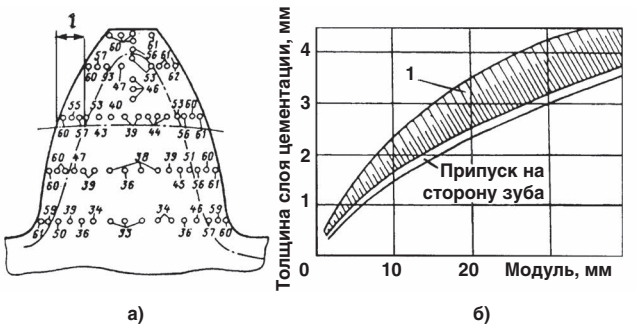

Рис. 6. Схема распределения твёрдости в сечении зуба (а) и толщина слоя цементации в зависимости от модуля зубчатого колеса (б).
3. Эффективная толщина упрочнённого слоя $h_{эф}$ – поверхностная часть слоя 1, имеющего твёрдость ≥ 51 HRC, определяется в зависимости от модуля зубчатого колеса, а также изгибных и контактных напряжений при его эксплуатации (**рис. 6, а**).
Очень важно, чтобы припуск на финишную операцию был минимальным, но достаточным для устранения погрешностей, возникших при ХТО [4]. Это позволит лишь незначительно уменьшить эффективную толщину **1** упрочнённого слоя (**рис. 6, б**).